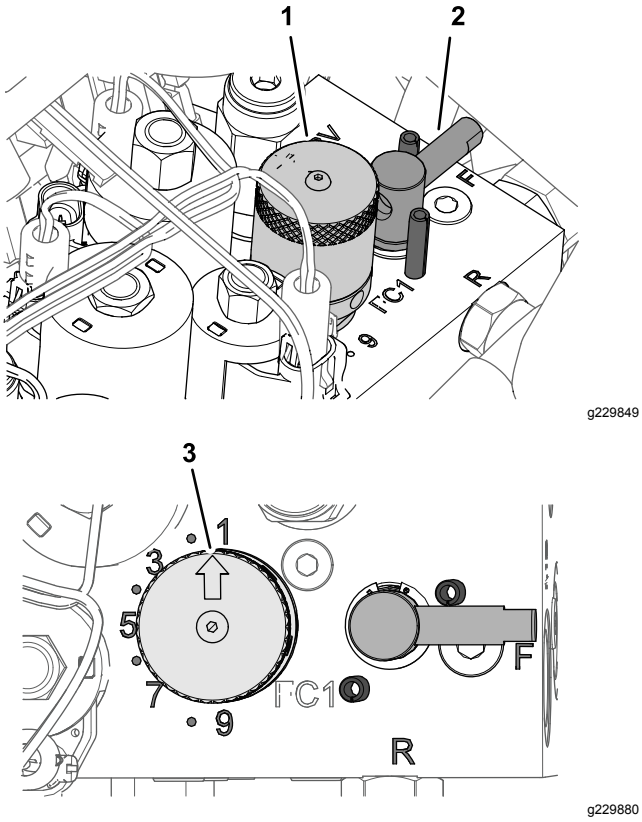

**Figur 53**
5. Justera cylinderhastigheten genom att vrida ratten på cylinderhastighetsreglaget (Figur 53) tills indikatorpilarna är i linje med den siffra du fastställde i steg 3.